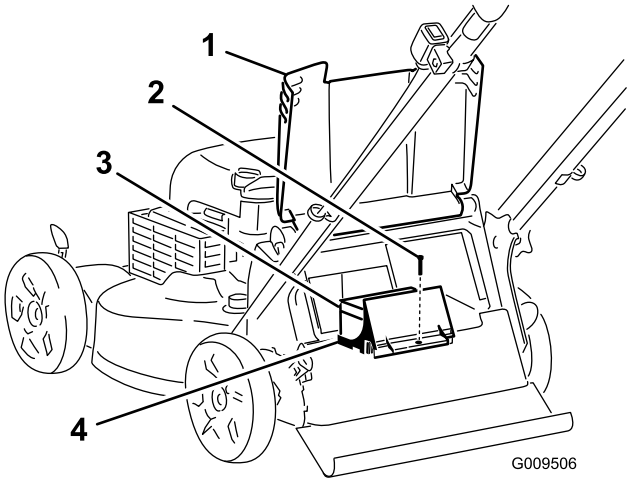

Figur 24
1. Höj och håll upp den bakre gräsriktaren och leta upp batterifacket (Figur 24).